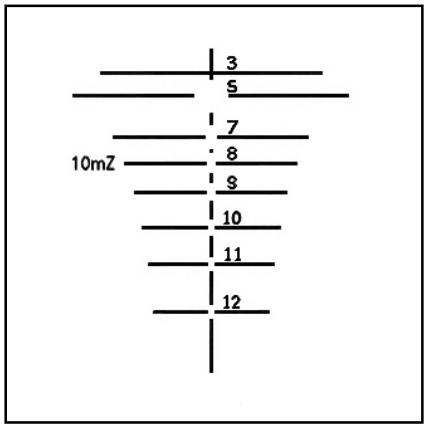

Figure G-50. Reticle stadia lines.
e. **Using Reticle to Estimate Range**. The vertical gap in the stadia lines is for estimating ranges. The height of gaps in the stadia lines represents a 60-inch high target at the range noted; for example, 5, 7, 8, 9, 10, 11, or 1,200 meters (Figure G-50).